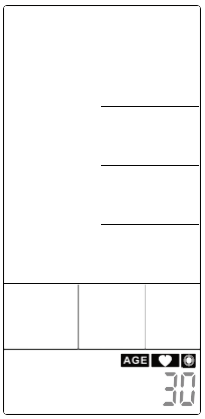

Figure 45
2. AGE value is flashing, press UP and DOWN to preset your Age (Figure 45). Press ENTER to confirm along with buzzer beeps 1s and ♥ and HEART RATE last lighting up.